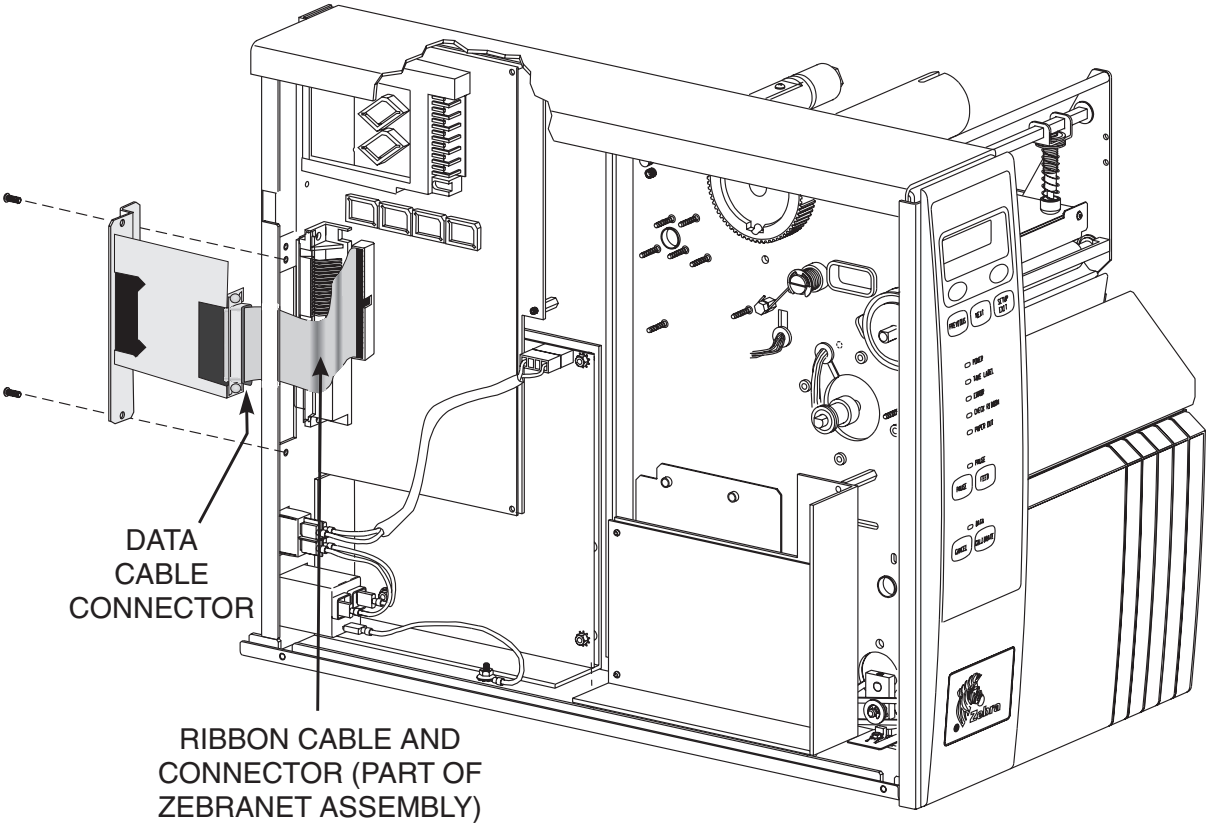

Figure 7. Installation in an XiII-Series printer.
2. Refer to Figure 7 or 8. At the rear of the printer, remove the two screws and the blank cover plate or an existing Optional Interface Board positioned next to the Main RS-232 and Parallel Interface Connectors. (Save the screws.)